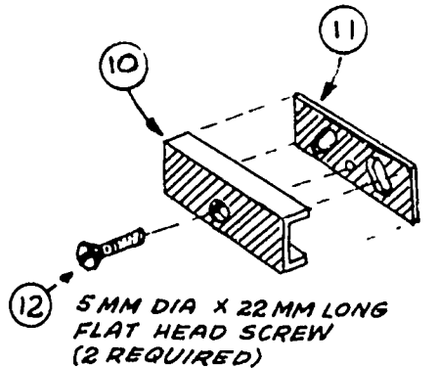
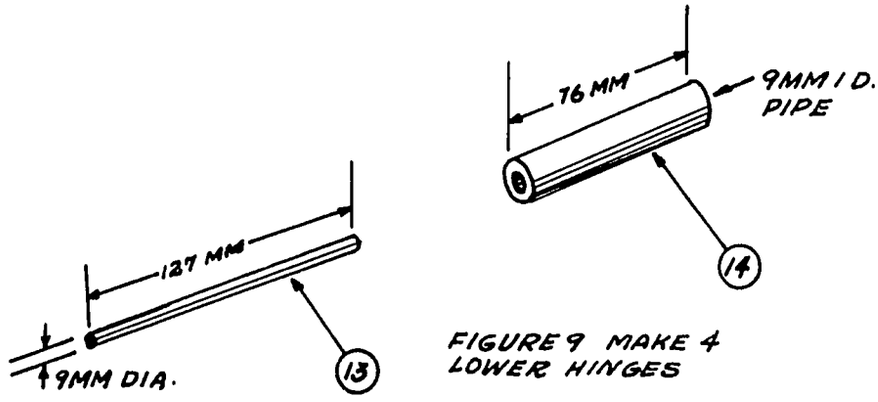
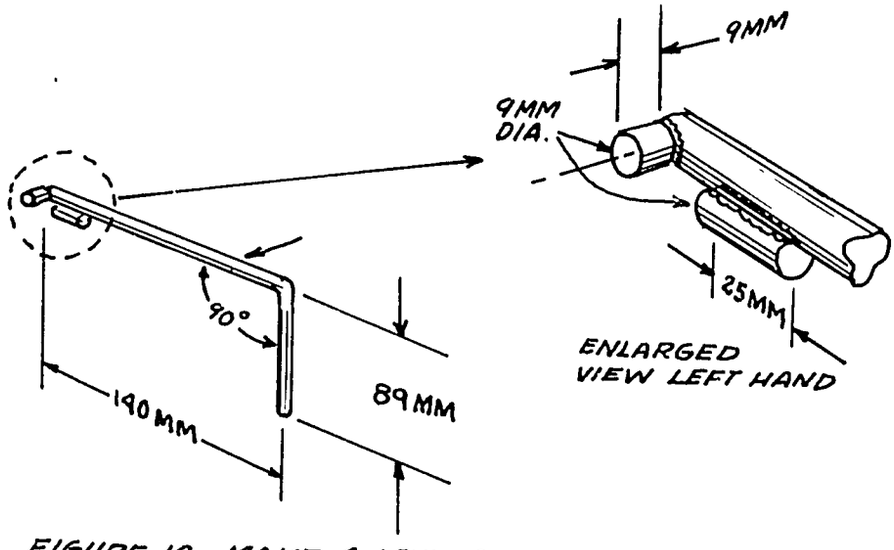

FIGURE 8
FIGURE 9 MAKE 4 LOWER HINGES
FIGURE 10 MAKE 4 LEVERS, 2 RIGHT HAND AND 2 LEFT HAND
The assemblies made of parts No. 10, 11 and 12 (see Figures 8 and 14) are simply a convenient means of taking hold of the levers to open the end doors. These levers are made of parts No. 5 and 13 as described below and shown in Figures 9, 10 and 11 and they work against the two springs which hold the doors shut,--the tension being made sufficient to hold the doors closed against the force of tamping.
5. Mild steel rods, 10mm x 22.9cm (3/8" x 9"). See Figure 10. Four are needed. These are bent to form the levers and are welded into pairs by means of the connecting piece, No. 13. See Figure 9. Notice the tiny appendages which are welded to the handle end of the levers. These are to keep the hand hold from turning or sliding endwise from its
11. Strap iron, 2.5cm x 3mm x 8.2cm (1" x 1/8" x 3 1/4"). Two are needed. See Figures 8 and 14. Drill and thread hole to match the screw hole in part No. 10. Make guide holes for the round appendages which are welded to the end of the levers, No. 5. The appendage on No. 5 is made by sawing off a 10mm (3/8") length of 10mm (3/8") diameter rod and bronze welding it to the end of the handle as shown.